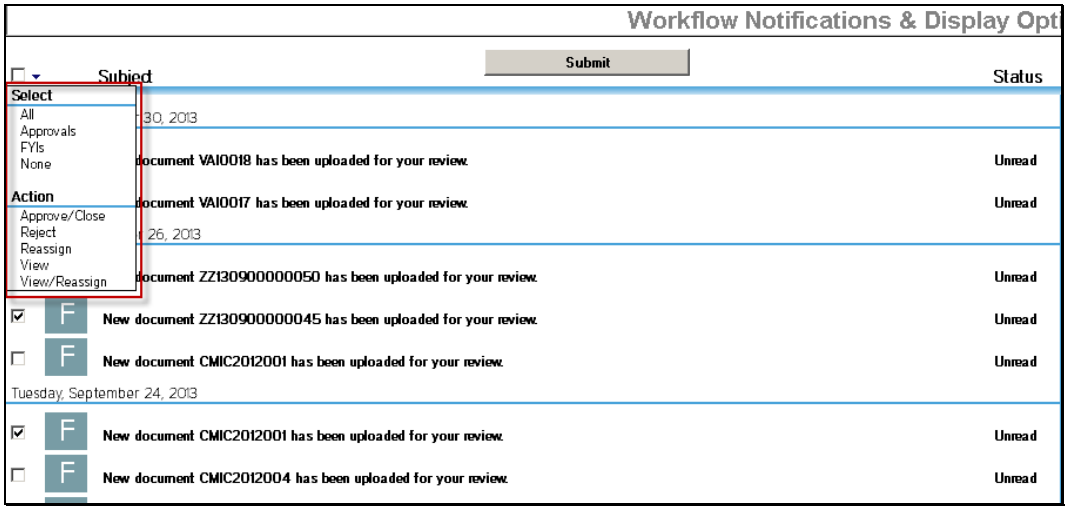

Figure 20.
2. Click the arrow. The menu will appear (Figure 20).